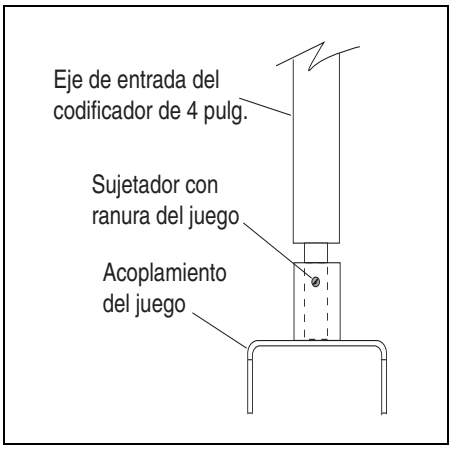

Figura 18. Fijación del acoplamiento al eje del adaptador Neptune
16. Con la holgura dentro de los límites, tome el acoplamiento y el sujetador con ranura que está en el juego y fije el acoplamiento a la parte inferior del eje de entrada con el sujetador como se muestra en la Figura 18.